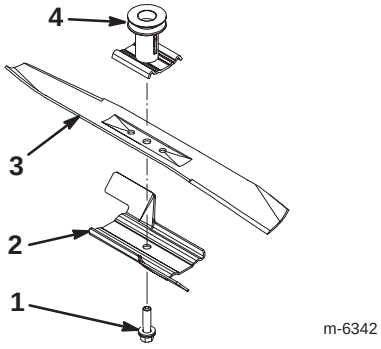

Figure 32
2. Verwijder de mesbout, de klemring, de versneller en het mes (Fig. 32).